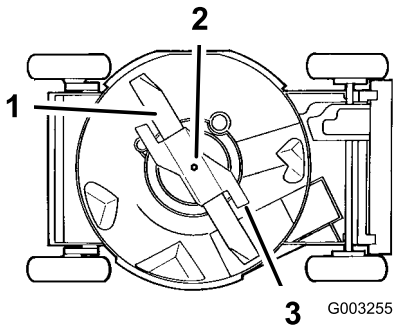

**Figura 31**
4. Inclinate il tosaerba sul lato **destro** (Figura 31).
Afferrate l'estremità della lama con un cencio o un guanto bene imbottito. Togliete il bullone della lama, la rondella di bloccaggio, l'acceleratore e la lama (Figura 31).